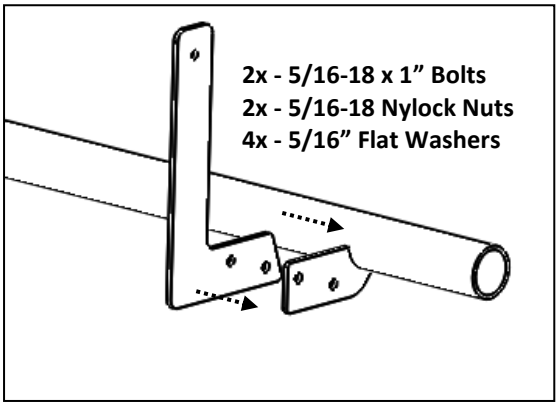

Figure 1. Bolt-on rear blades.
1. Attach both bolt-on rear blades with 5/16” hardware as shown in ***Figure 1***.